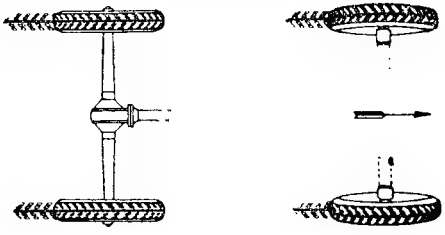

Рис. 47. **Правильная установка шин «елочными» грунтозацепами.**
3. Монтаж шин на колеса должен производиться с учетом направления вращения шин (рис. 47).